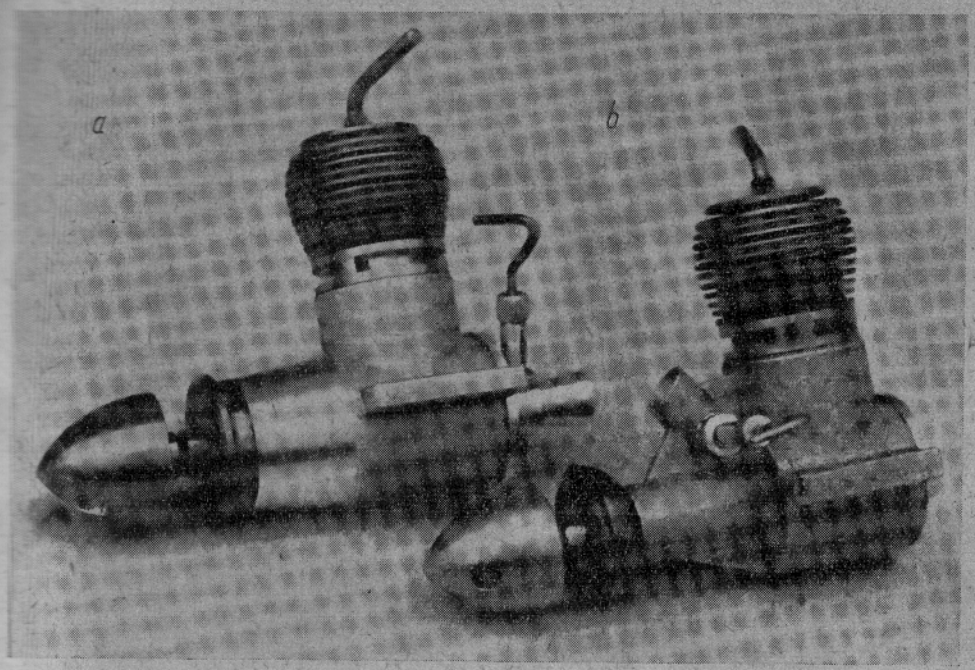

Rys. 24. Przykład ułożyskowania wału korbowego w silnikach modelarskich
a) Rysunek 24*a* — ułożyskowanie wału w łożyskach tocznych, łatwo poznać po charakterystycznym zgrubieniu w przedniej części osłony wału. Zresztą łożysko widać po zdjęciu piasty. Łożyska toczne (kulkowe) stosuje się do silników wysokoobrotowych. Zmniejszają one opory tarcia i moc tych silników jest na ogół większa.
b) Rysunek 24*b* — ułożyskowanie wału w łożysku ślizgowym (panewce). Charakterystyczna równa i niezbyt gruba osłona wału korbowego. Sposób ten stosowany jest do silników prostych, przeznaczonych do pracy niezbyt długotrwałej i przy umiarkowanych obrotach.